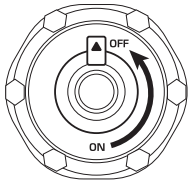

Fig. 4
6. Nadat de generator is gestopt en voldoende is afgekoeld, sluit u het ontluchtingsventiel op de brandstoftankdop door dit in de stand „OFF" te zetten, zoals weergegeven in afb. 4.